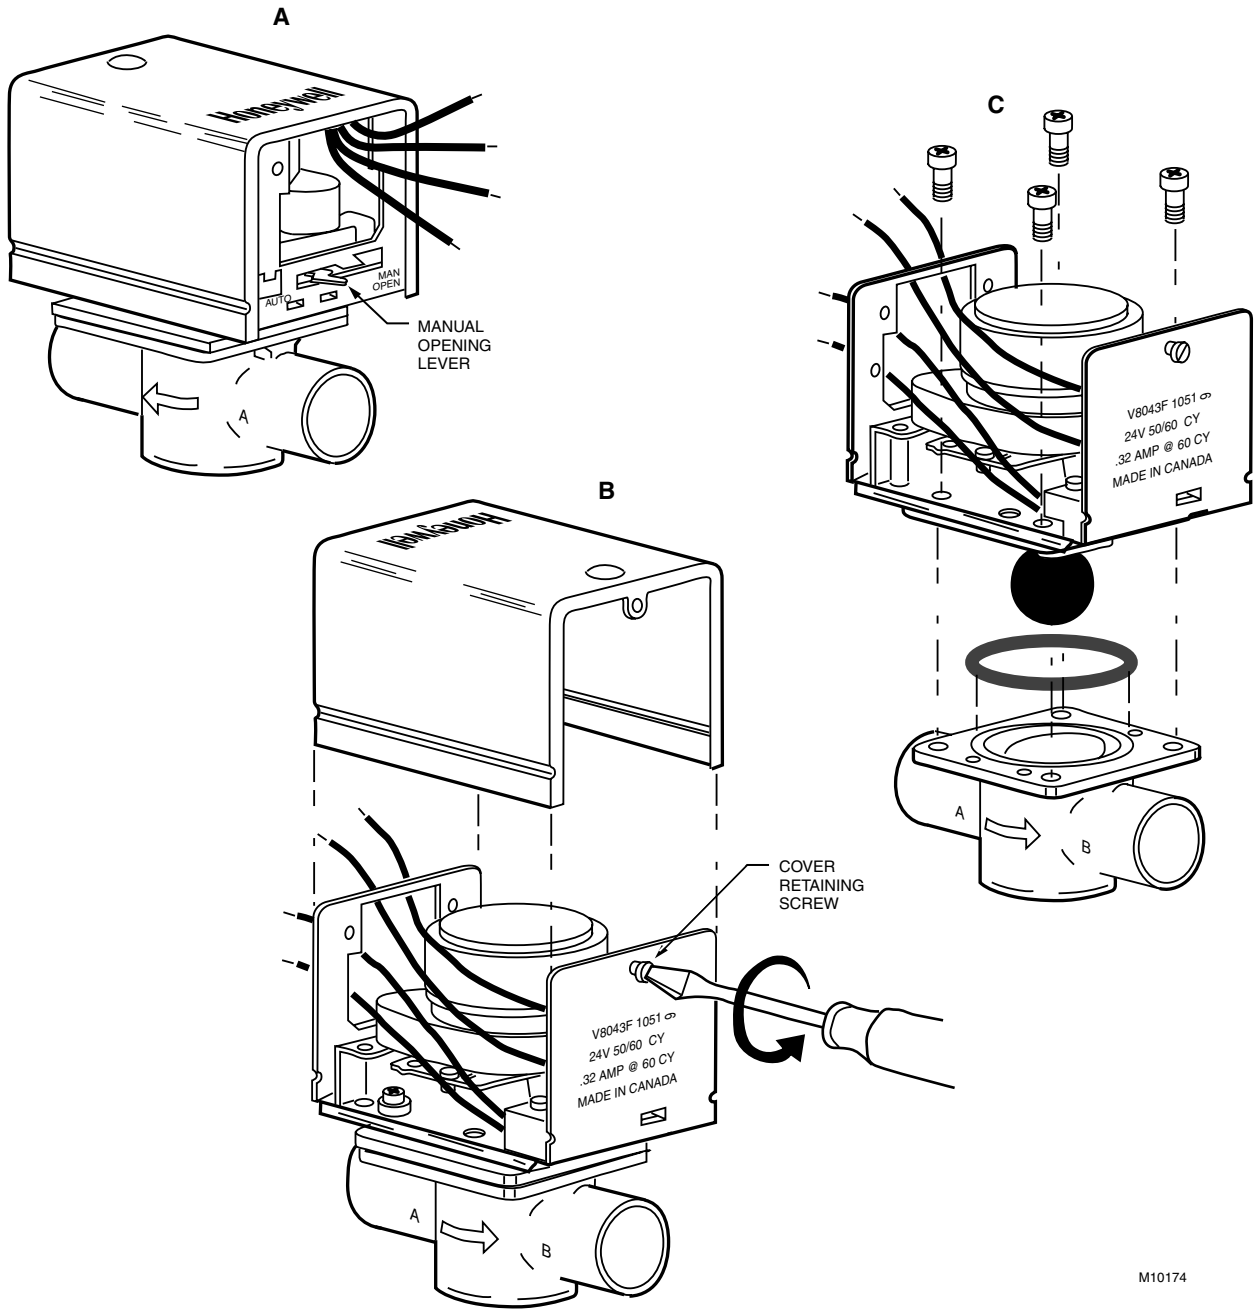

Fig. 10. Remove old powerhead from systems using old style valve bodies.
4. Remove the old powerhead from the valve body (Fig. 10):